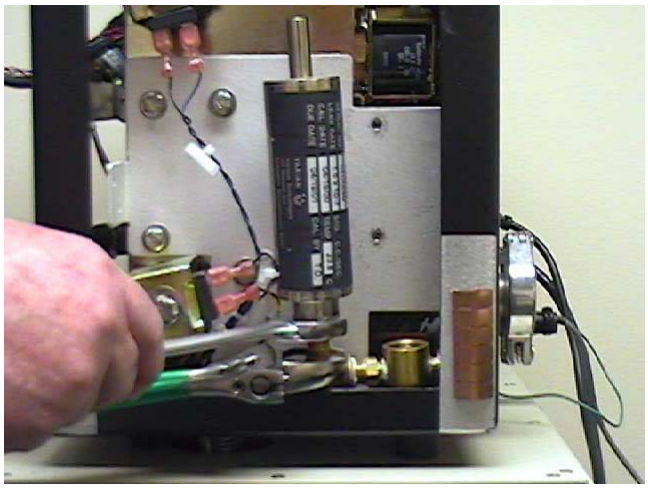

Figure 4-11 Loosening Leak with Open Wrench
4. Using a 13-16 open wrench, place it on the flats of the calibrated leak (Figure 4-11) and rotate the leak counterclockwise until you hit the stop.